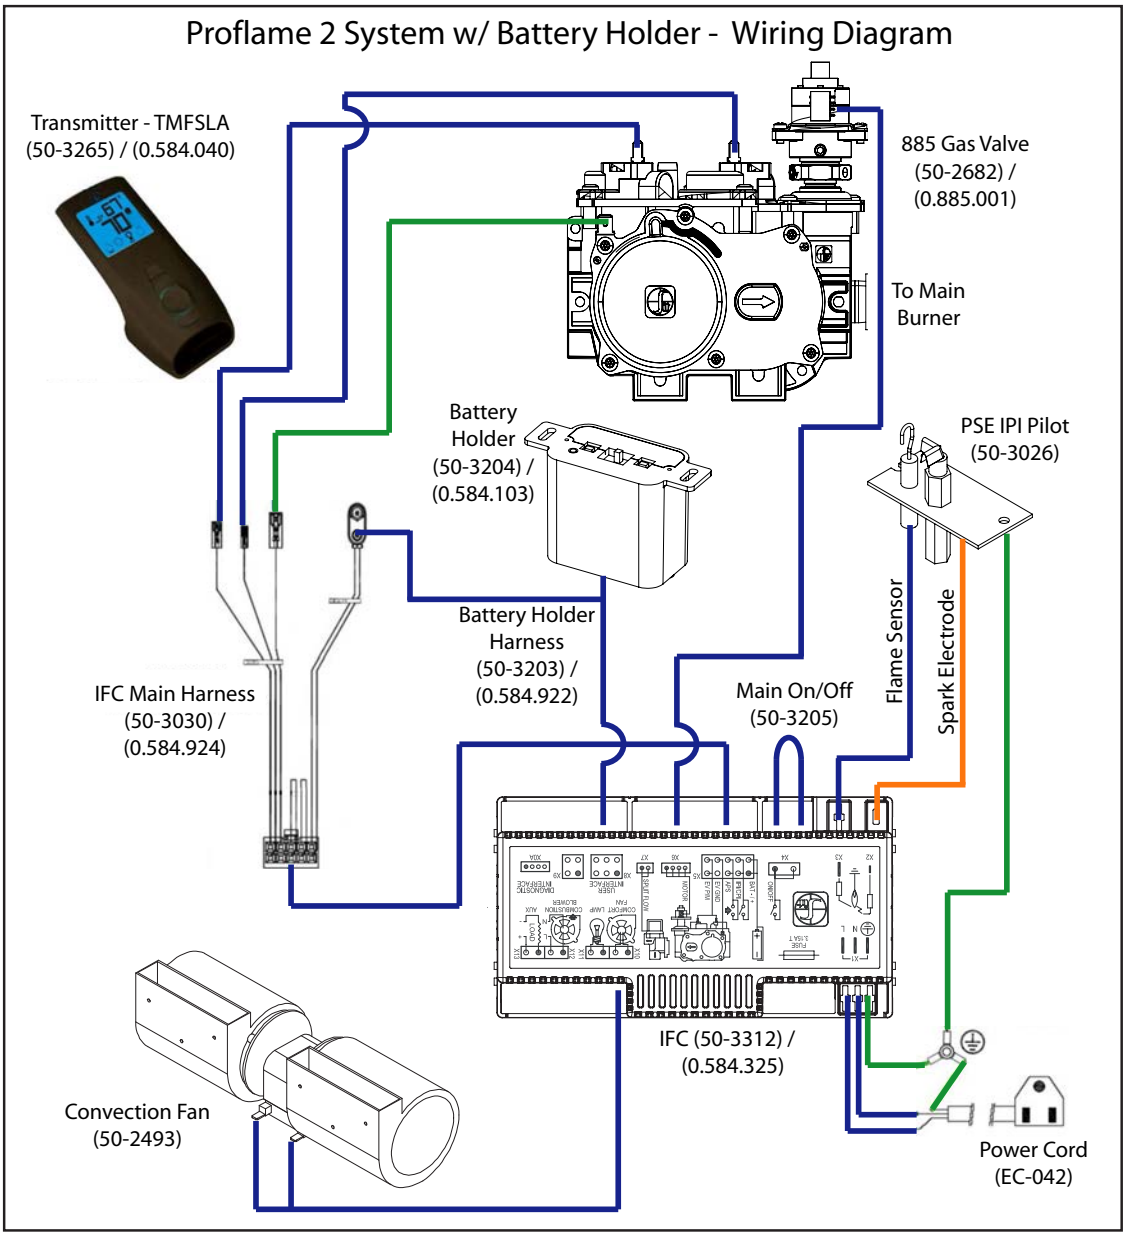

Figure 33: Wiring Diagram.
• A ⅜" 45° flared fitting and flex connector are supplied with the unit (see Figures 33 and 34). Consult the local authorities for local codes or use the CAN/CGA B149 (1 or 2) installation code in Canada. In the US, gas installations follow either local codes or the current edition of the National Fuel Gas Code ANSI Z223.1.